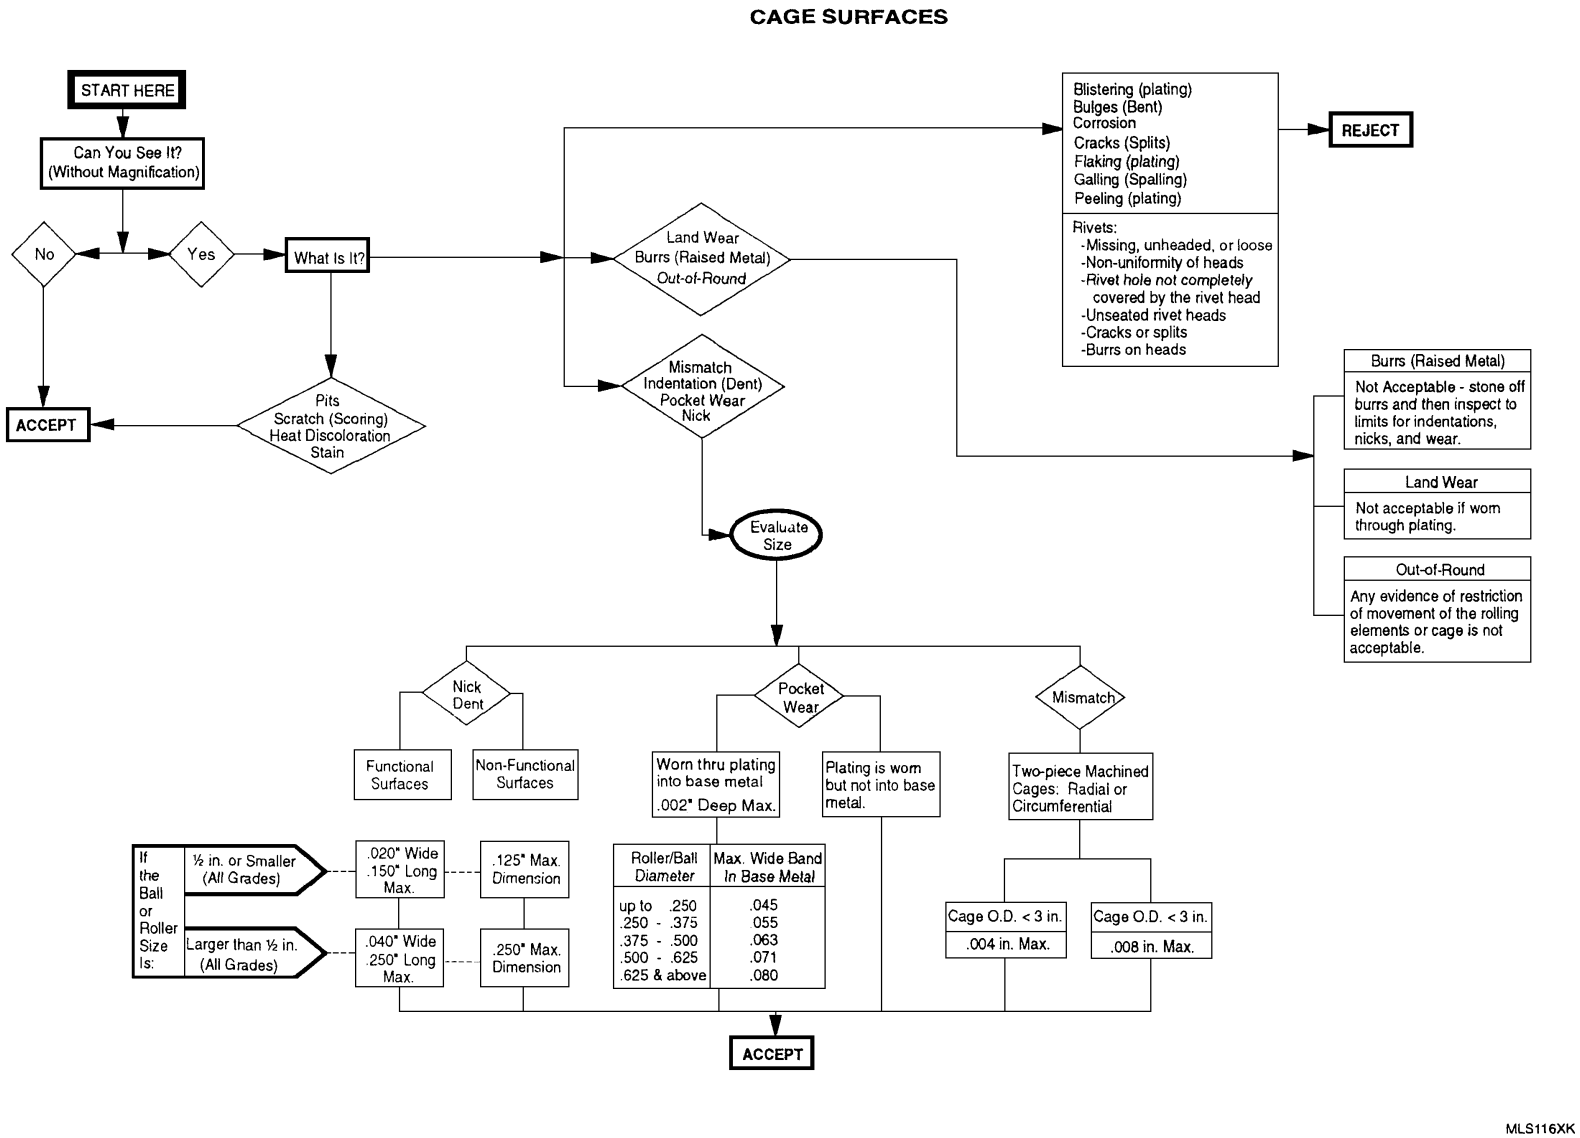

Figure 4. Bearing Cage Surfaces Inspection
a. A bearing assembly with the cage worn beyond limits or defective per figure 4 is serviceable if a new cage is used.